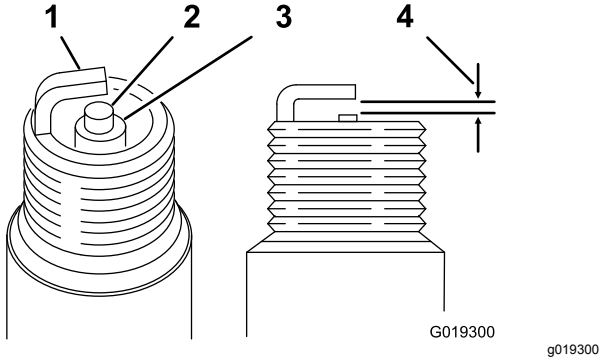

Figura 32
Folga: 0,70 a 0,80 mm; consulte Figura 32
4. Defina a folga para 0,70 a 0,80 mm como se mostra na Figura 32.